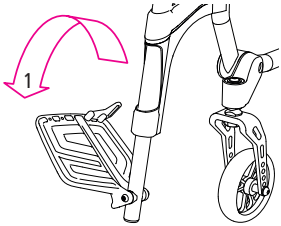
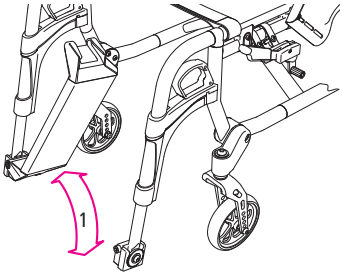

afb. 7
afb. 8
1. De voetplaten (1, afb. 7) of het voetenbord (optioneel, 1, afb. 8) kunnen in de juiste stand worden gezet door deze omhoog of omlaag te draaien.
2. Afhankelijk van de montagezijde kan het voetenbord links of rechts naar boven of beneden ge- draaid worden(1, afb. 8).